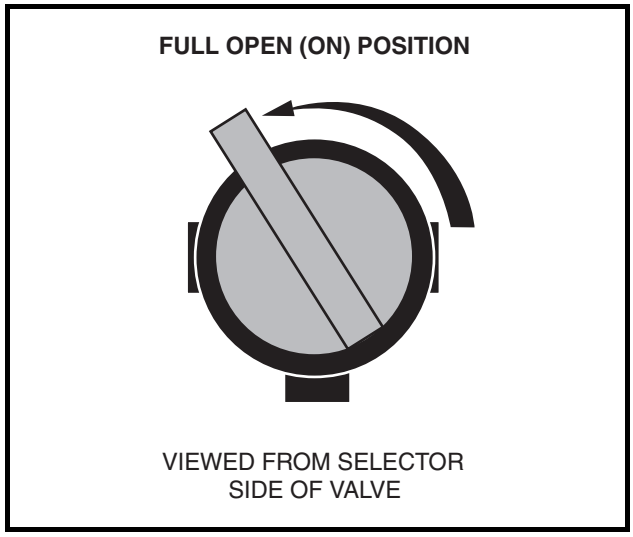
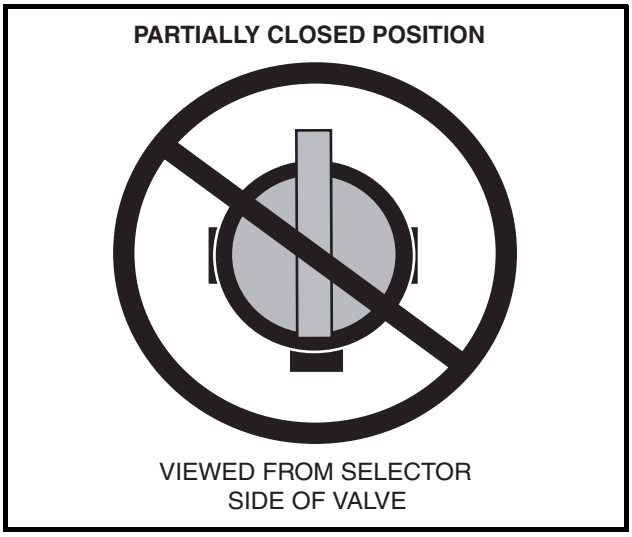

Figure 3-4 Fuel Shut-off Valve – Open Position
Figure 3-5 Incorrect Fuel Shut-off Valve Setting
2.1. Remove plug from the fuel tank vent nipple and connect fuel vent line to nipple. Open the fuel shut-off valve **(Figure 3-4, Page 3-4)**. Make sure the valve is fully open. A partially closed fuel shut-off valve **(Figure 3-5, Page 3-4)** combined with the use of the choke can result in a fouled spark plug and engine failure.